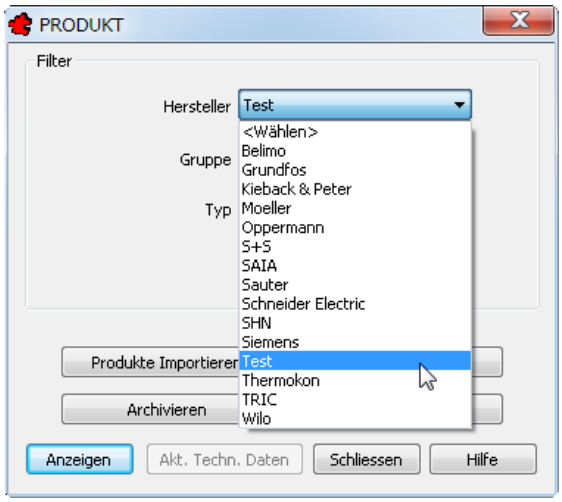

Bild 36.53 – Der neue Hersteller ist überall in TRIC verfügbar
- Bestätigen Sie, so wird der Hersteller in die Liste aufgenommen und ist künftig überall verfügbar – beispielsweise in der Filterliste der Produkte (Abb. 36.53).